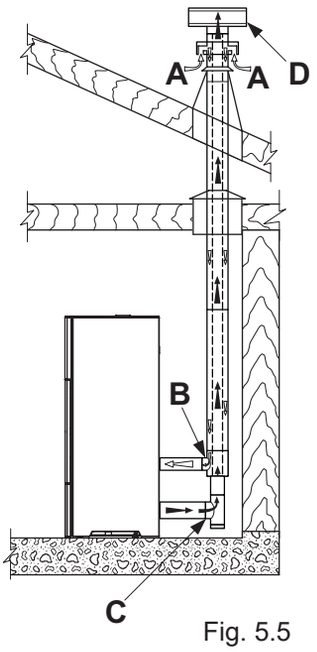

Fig. 5.5
- de canaliser l'air comburant en utilisant un tube d'évacuation coaxial pour l'expulsion des fumées et le prélèvement de l'air ; par conséquent, il n'est pas nécessaire de pratiquer une prise d'air classique dans la pièce (fig. 5.5 A, B=Entrée d'air C,D=Évacuation des fumées) ;
En cas d'installation d'un poêle à pellet appartenant à la gamme « Hermétique », il est possible d'utiliser un tube coaxial spécifique permettant aussi bien l'expulsion des fumées que la canalisation de l'air comburant provenant de l'extérieur (fig. 5.5 A,B=entrée air C,D=sortie fumée).